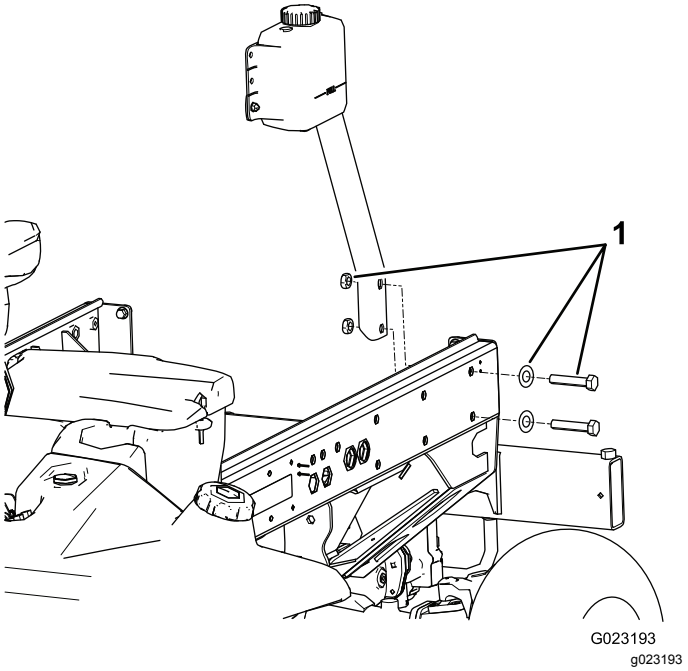

Bild 18
1. Entfernen Sie die zwei Schrauben, Scheiben und Muttern, mit denen die Trägerbefestigungshalterung an der linken Rahmenschiene befestigt ist (Bild 18).